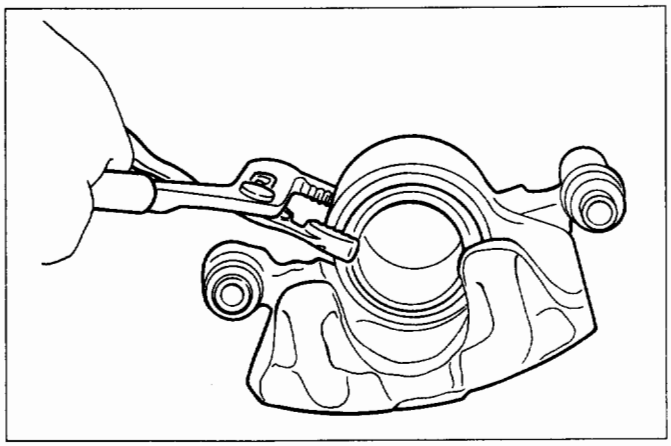

Fig. 5A2-34
2. **Lock bolt (Fig. 5A2-35)**